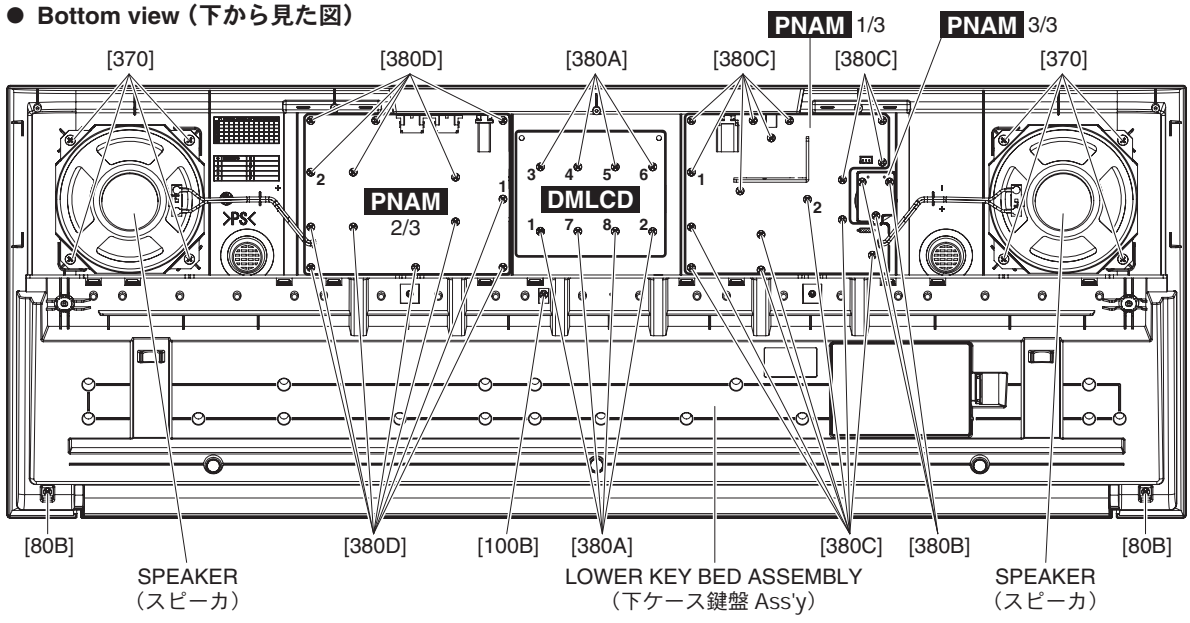

Fig. 2（図 2）
2-2-1 Remove the eight (8) screws marked [380A]. The DMLCD circuit board can then be removed. (Fig. 2)
* ***When installing the DMLCD circuit board, tighten the screws in numerical order from 1 to 8. (Fig. 2)***
2-2-1 ［380A］のネジ 8 本を外して、DMLCD シートを外します。(図 2)
※ DMLCD シートを取り付けるときは、1 から 8 の順でネジを締めてください。(図 2)
3-2-2 Remove the three (3) screws marked [380B]. The PNAM circuit board 3/3 can then be removed. (Fig. 2)
3-3-2 Remove the sixteen (16) screws marked [380C]. The PNAM circuit board 1/3 can then be removed. (Fig. 2)
3-4-1 Remove the thirteen (13) screws marked [380D]. The PNAM circuit board 2/3 can then be removed. (Fig. 2)
3-2-2 ［380B］のネジ 3 本を外して、PNAM シート 3/3 を外します。(図 2)
3-3-2 ［380C］のネジ 16 本を外して、PNAM シート 1/3 を外します。(図 2)
3-4-1 ［380D］のネジ 13 本を外して、PNAM シート 2/3 を外します。(図 2)
4-2 Remove the four (4) screws marked [370]. The speaker can then be removed. (Fig. 2)
4-2 ［370］のネジ 4 本を外して、スピーカを外します。(図 2)
5-2 Remove the two (2) screws marked [80B] and screw marked [100B]. The lower key bed assembly can then be removed. (Fig. 2)
5-2 ［80B］のネジ 2 本と、［100B］のネジ 1 本を外して、下ケース鍵盤 Ass'y を外します。(図 2)